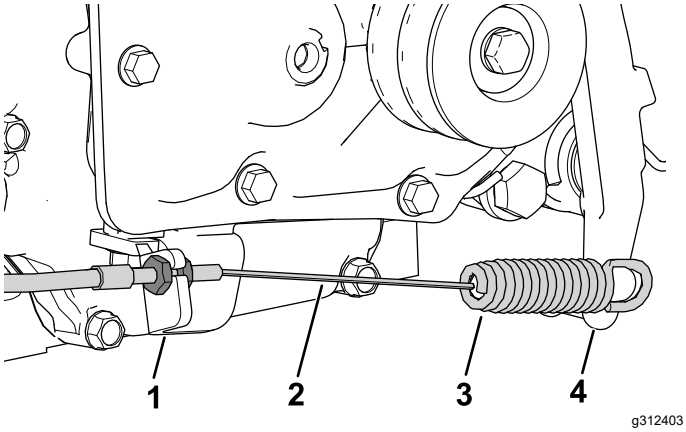

図 5
5. クラッチプレートにクラッチケーブルを取り付ける図 5。
6. クラッチケーブルのスプリングの端をクラッチレバーに取り付ける図 5。